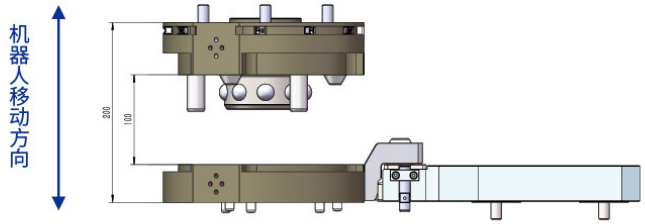

图 5.4 机器人侧处于工具盘上方
4. 检查停放站的盖板是否已打开："COVER_OPENED"=1, "COVER_CLOSED"=0, 将启动点驶近联接位置上方 100mm（尺寸 z，参见图 5.4）。